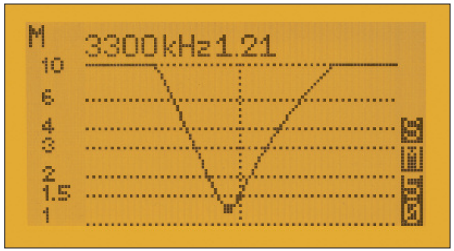

Bild 27: Mehrfrequenzmessung des SWV; oben sind die aktuellen Markerwerte dargestellt.
3. **M (Marker-Zeichen):** Ansicht und Einstellung der Markerwerte über vorherige Frequenzspanne. Es wird die ausgewählte Frequenz des Markers und z. B. das zugehörige SWV angezeigt (ohne Randwertbegrenzung). Der Marker selbst ist wiederum als ein kleines Rechteck auf der SWV-Kurve dargestellt. Mithilfe der mittleren und rechten Taste kann nunmehr der Marker entlang der vorher durchgeführten Messkurve, in insgesamt 100 Schritten, bewegt werden (Bild 27, siehe auch *Auto SWV* im Abschnitt *Einstellungen*).